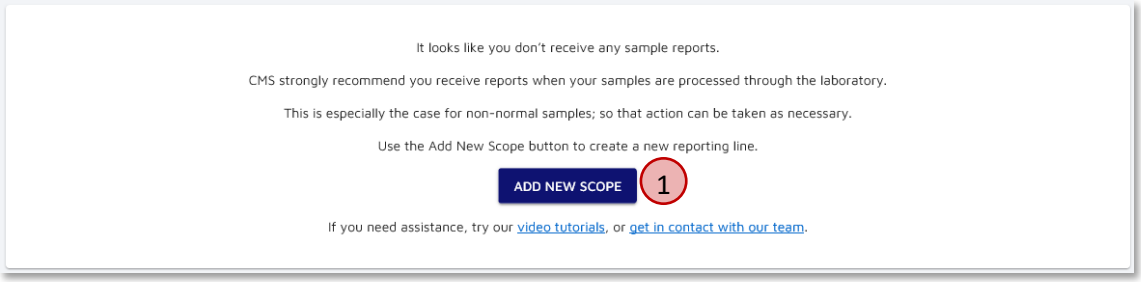
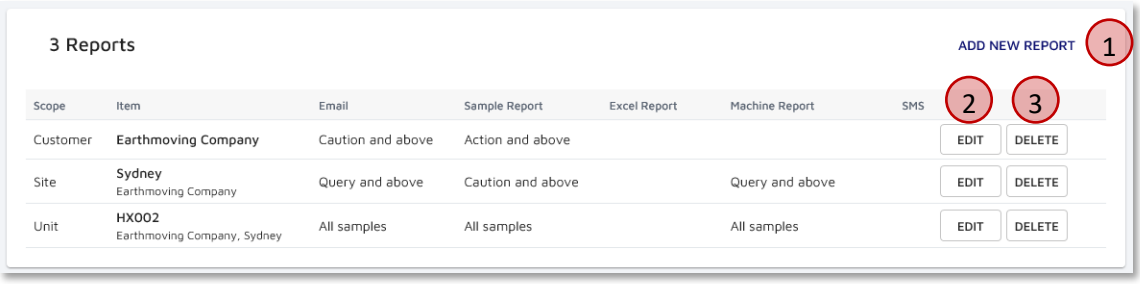
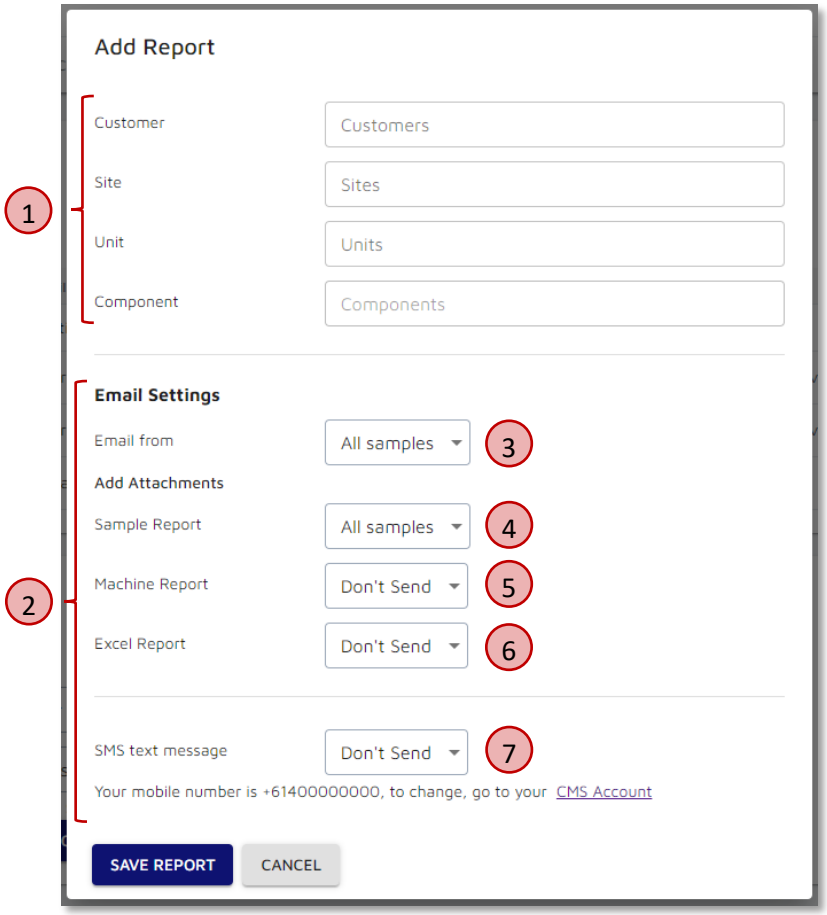
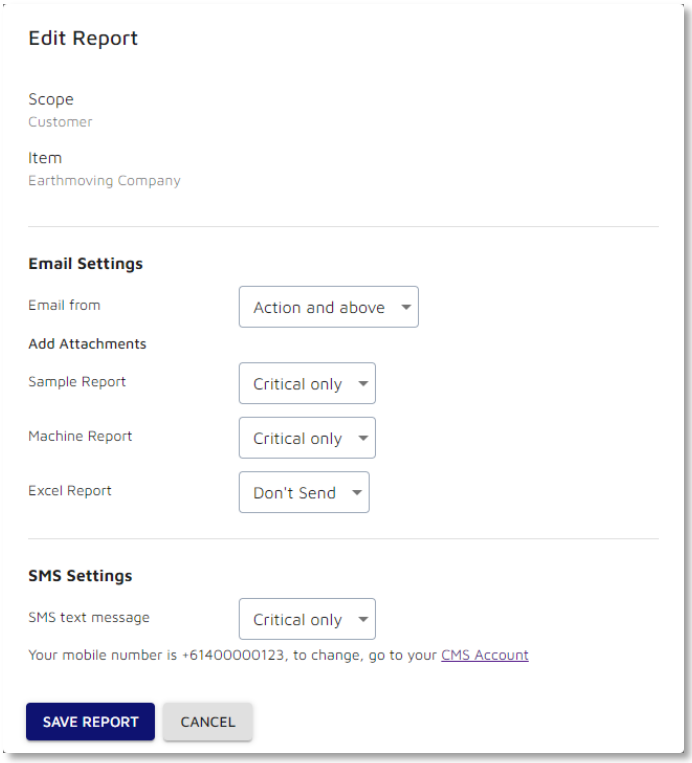

Figure 9.5 Sample Result Communication – No Active Reporting Scope
Figure 9.6 Sample Result Communication – Active Reporting Scope
Figure 9.7 Sample Result Communication – Adding A New Reporting Line
Figure 9.8 Sample Result Communication – Editing An Existing Reporting Line
If you have no reports configured, the screen shown in Figure 9.5 will be displayed.
If we have already configured our reporting scope, or the CMS team has done this for us, we will be able to see each report scope (Figure 9.6). The table columns are explained further in Table 9.1.
- Add a new reporting line (① in Figure 9.5 or ① in Figure 9.6 - section 9.2.1.1)
- Edit an existing reporting line (② in Figure 9.6 - section 9.2.1.2)
- Delete an existing reporting line (③ in Figure 9.6 - section 9.2.1.3)
Item	The value of the Customer, Site, Unit or Component to which this line relates. Where the scope is at a lower level than customer, the higher levels of the hierarchy are noted below. For example, line 1 of Figure 9.6 relates to all samples for customer Earthmoving Company. Line 3 of Figure 9.6 relates to unit 'HX002', which for customer 'Earthmoving Company', and site 'Sydney'
When we add a new reporting line, we are presented with a form, as shown in Figure 9.7. This is split into 2 areas; selecting the scope to which the reporting line will apply to (① in Figure 9.7), and the communications and reports which we would like to receive for this scope (② in Figure 9.7).
First, we should select if we would like to receive an email with a summary of the results in the email body (③ in Figure 9.7). An example of this is provided in section 11.1.
- Sample reports (④ in Figure 9.7 – see section 11.2 for an example report)
- Machine reports (⑤ in Figure 9.7 – see section 11.3 for an example report)
- Excel reports (⑥ in Figure 9.7 - section 11.4 for an example report)
Finally, we can select if we would like to receive an SMS text message with alerts (⑦ in Figure 9.7). This is only available for action and/or critical samples, and we must have a valid mobile phone number added against our account (see section 9.1 to update).
If we would like to edit an existing reporting line, we click on ③ in Figure 9.6. We are then presented with a form to make the changes (Figure 9.8). This edit reporting line form is very similar to Figure 9.7, although we are not able to change the reporting scope (customer, site etc.), only the settings on what reports we get at what sample levels.
If we no longer want to receive sample result communications under a certain reporting line, we can delete it using the associated **Delete** button (③ in Figure 9.6) against this line.